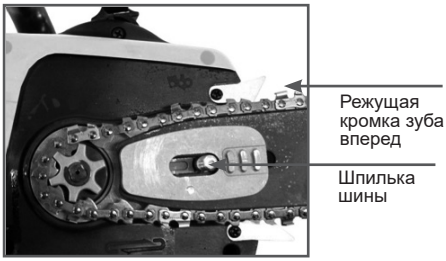

Рис. 4 Установка цепи и шины
5. Установите шину с цепью на шпильку, одновременно наденьте цепь на ведущую звездочку (Рис. 4).